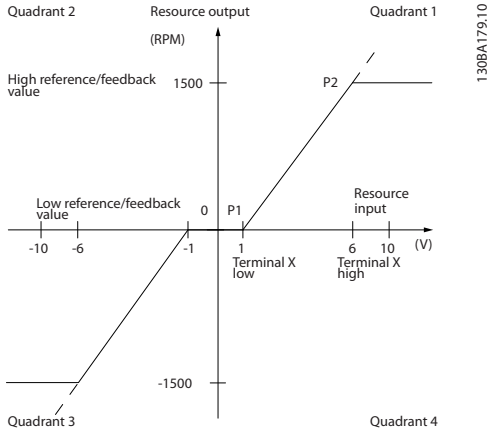

图 3.19 死区
- 最小参考值或最大参考值必须为零。换言之，P1 或 P2 必须在 *图 3.19* 的 X 轴上。
死区的大小由 P1 或 P2 定义，如*图 3.19* 所示。